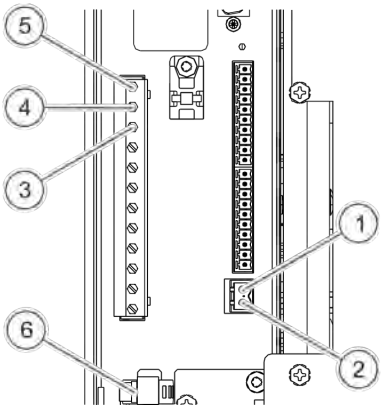

Fig. 24: Terminals, frequency converter
5. Disconnect the terminals U (*Fig. 24*/5), V (*Fig. 24*/4) and W (*Fig. 24*/3) from plug connector X1 as well as the two white cables in 0- (*Fig. 24*/1) and 0+ (*Fig. 24*/2) on plug connector X3 from the frequency converter (A2).
6. Loosen the hose clamp (*Fig. 24*/6).